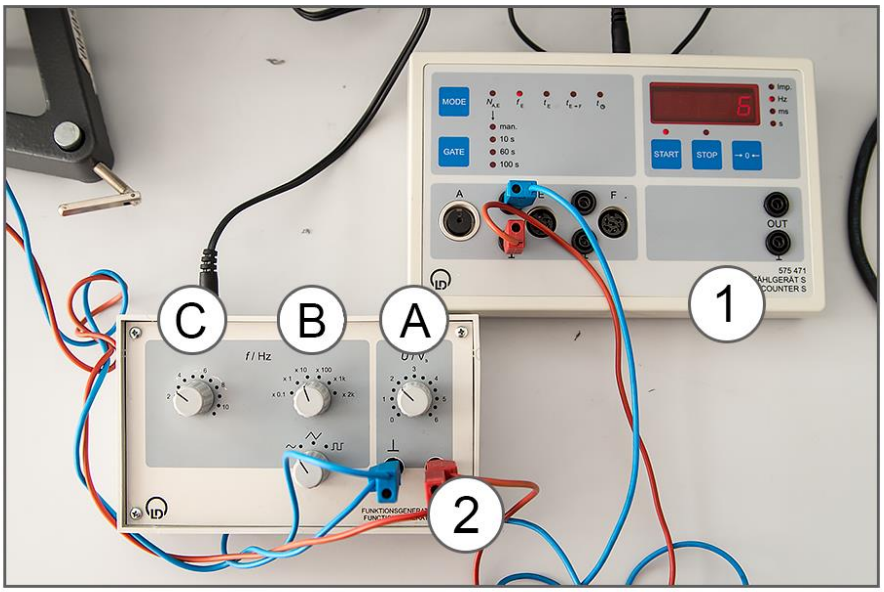

Рис. 2. Измеритель частоты (1), генератор электрических сигналов (2)
- ✓ Многофункциональный измеритель, прибор 1, рис. 2.
- ✓ Генератор электрических сигналов различной формы, прибор 2, рис. 2.
1. Включите питание электромагнита, установив напряжение **3В** на **приборе 2 ручка А** (см. рис. 2). Переключатель **В** должен находиться в положении **«×10»**.